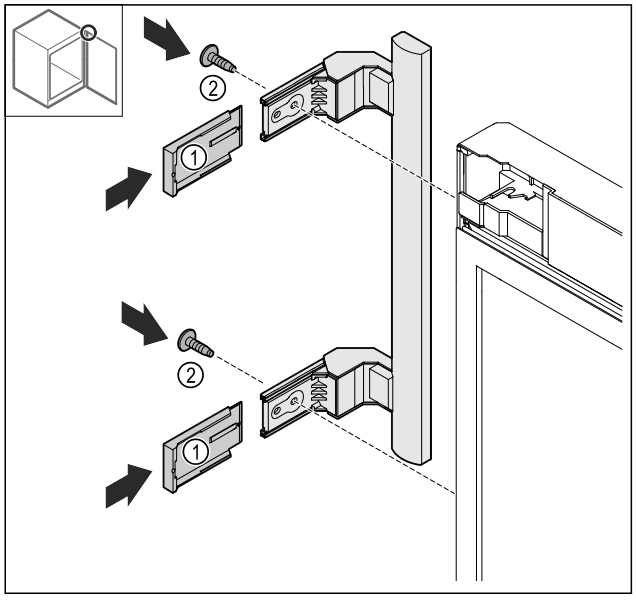

Fig. 26
- ▶ Montați capacele *Fig. 26 (1)*.